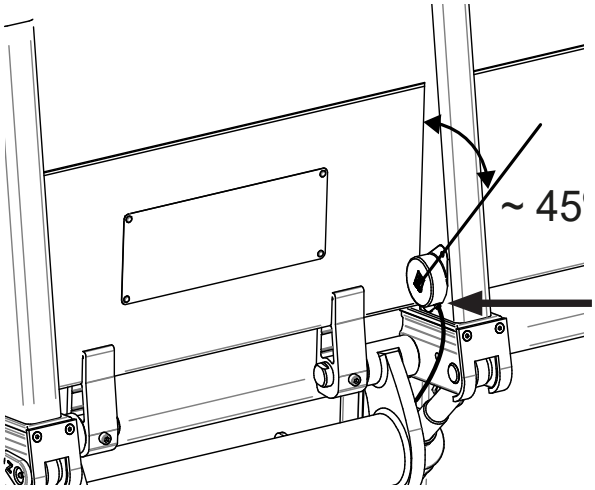

*Figura 29. Montaje del sensor de ángulo en un ángulo de 45 grados y con la conexión de los cables hacia abajo*
1. El sensor de ángulo redondo debe montarse con el cable hacia abajo a 45° hacia la plataforma. Consulte Figura 29. Si no hay orificios pretaladrados, taládrelos, utilice una broca de Ø5,2 mm.
Asegúrese de montar el sensor de modo que su conexión de cable quede hacia abajo, véase Figura 29.
2. Instale el sensor de ángulo IFM y el soporte incluido sobre el sensor de ángulo redondo con los tornillos incluidos. Consulte Figura 29.